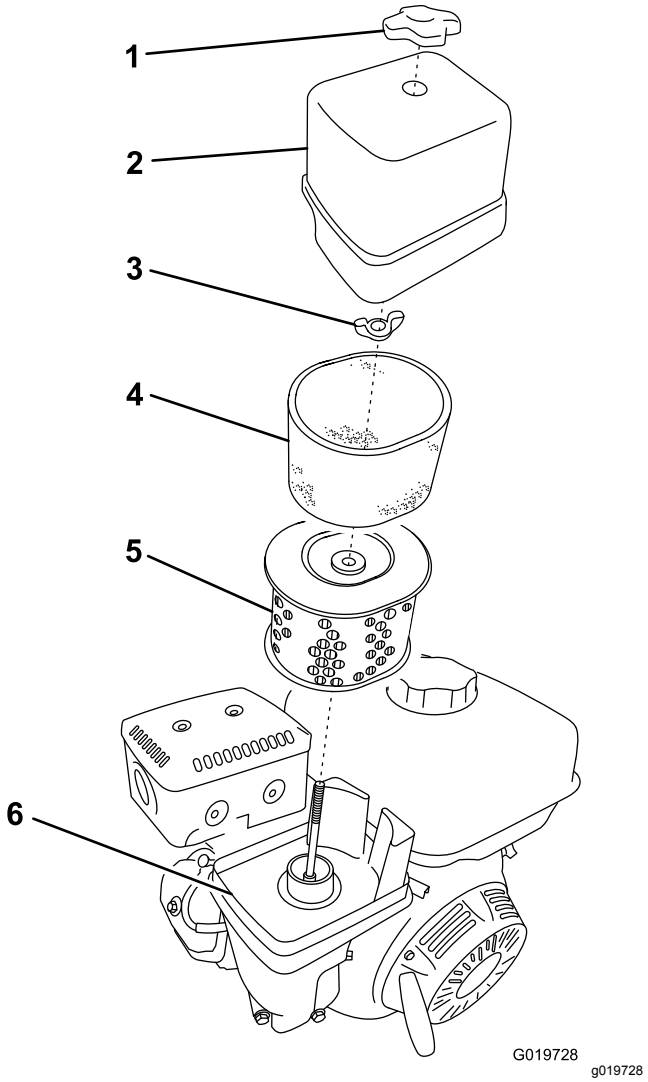

Figura 42
3. Retire la tuerca que sujeta la tapa (Figura 42).
5. Separe cuidadosamente de la base los elementos de gomaespuma y de papel (Figura 42).
6. Separe el elemento de gomaespuma del elemento de papel (Figura 42).